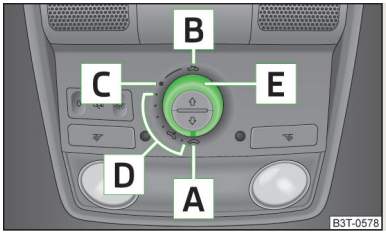
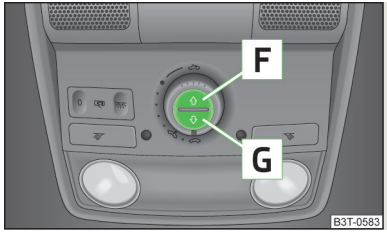

Fig. 28
Fig. 29
- If, for example, the battery has been disconnected and reconnected, it is possible that the sliding/tilting roof does not operate correctly. Next, move the rotary switch into position A » Fig. 28 on page 49, pull the recess firmly downwards and forwards. The sliding/tilting roof opens and closes again after around 10 seconds. Do not release the control dial until it has done so.
- If, for example, the battery has been disconnected and reconnected, it is possible that the sun screen does not operate correctly. Then turn the switch to position A » Fig. 28 on page 49and press and hold the button G » Fig. 29 on page 49. The sun screen opens and closes again after around 10 seconds. Do not release the control dial until it has done so.
› Turn the switch to position C » Fig. 28.
The sun screen can be closed or opened using the buttons » Fig. 29.
› Briefly press the button F » Fig. 29 to open fully.
› Briefly press the button G » Fig. 29 to close fully.